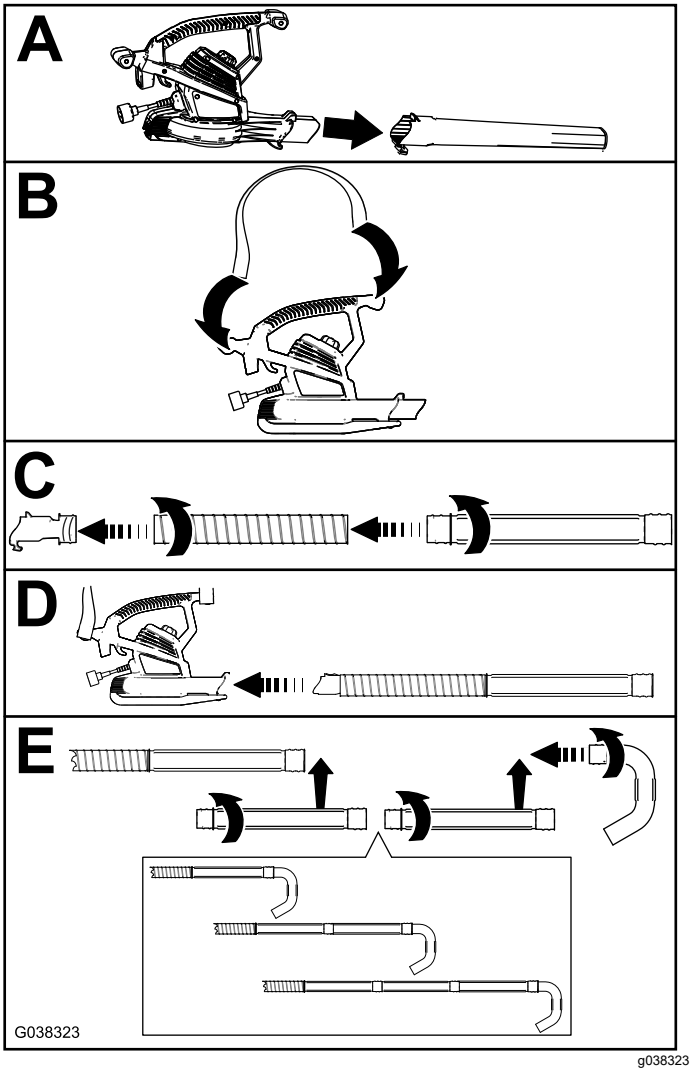

Bild 3
4. Befestigen Sie den flexiblen Schlauch und die Verlängerungsrohre an der Manschette, wie in C und E in Bild 3 dargestellt.